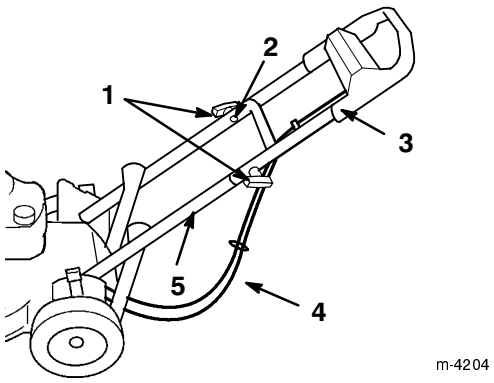

Figure 3
4. Slide the upper handle section ends over the lower handle so that the sections nest together (Fig. 3).
5. Ensure that the cables are routed below and behind the lower handle as illustrated in Figure 3.
6. Secure the upper handle to the lower handle using two contoured handle bolts and two knobs (Fig. 3).